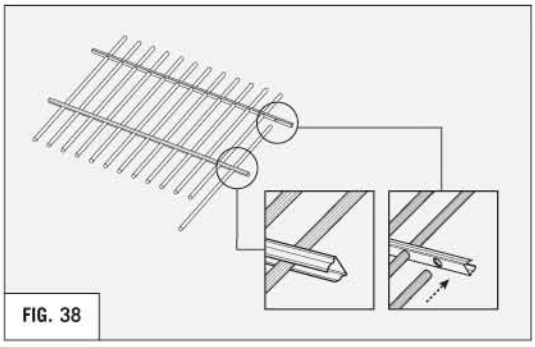

FIG. 38
6. Slide balusters into spacers. **(REFER TO FIG. 38)**